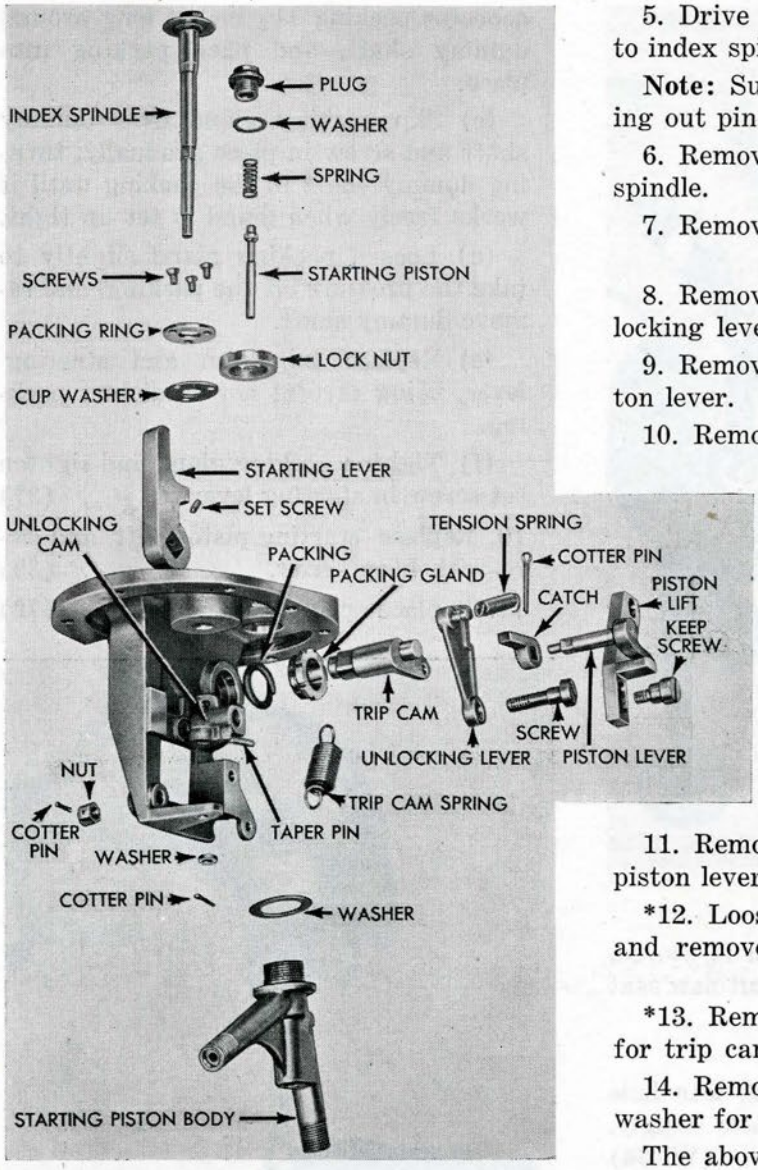

Figure 224
C. Overhaul, Assemble, and Test Starting Gear (Fig. 224)